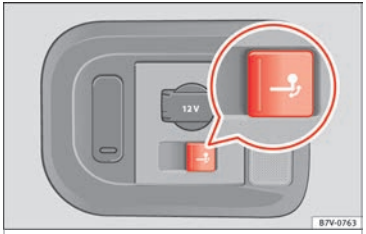

Fig. 230 Right-hand side of the luggage compartment: button to electrically release the tow hitch ball
- Press the knob briefly ››› **Fig. 230**. The tow ball is released electronically and folds out automatically; the button indicator will blink.
- Press the knob briefly ››› **Fig. 230**. The tow ball is electronically released; the indicator blinks.